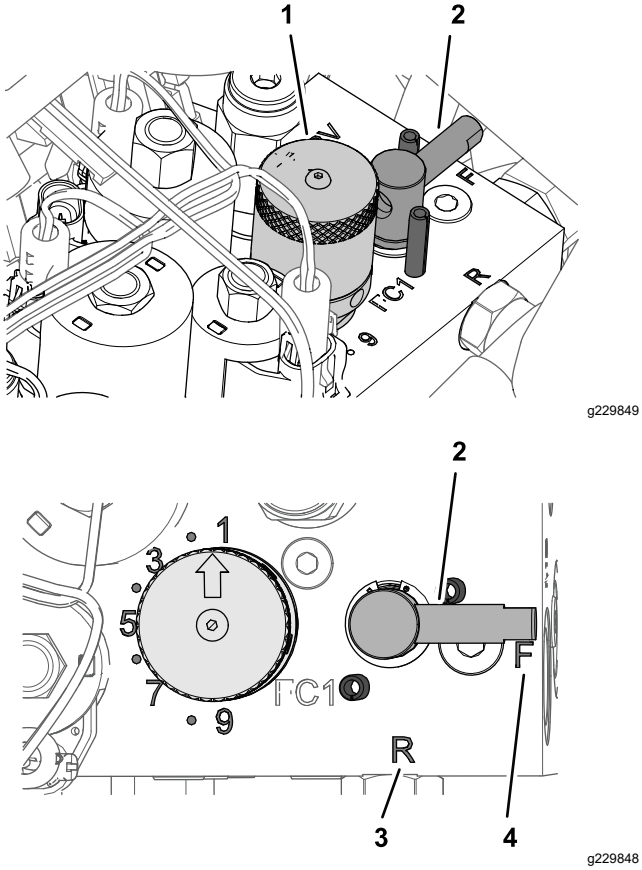

Figur 55
4. Drej baglapningsgrebet til positionen R (Figur 55).
5. Drej grebet til regulering af knivcylinderhastighed til indstilling 1 (Figur 55).